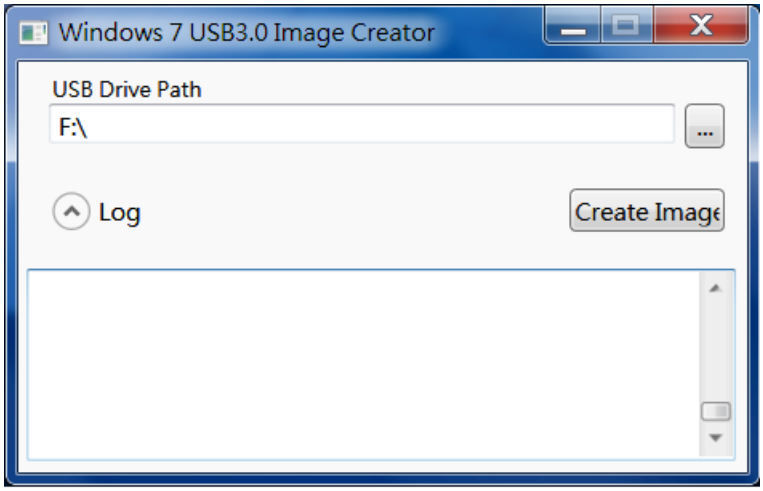

Figure 4-20: Windows 7 USB 3.0 Creator Utility
Step 6: The Windows 7 USB 3.0 Creator Utility screen appears (**Figure 4-20**). Click ... to browse to the root of the USB drive containing the Windows 7 image.